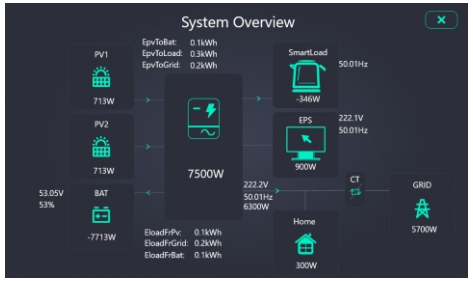

Figure 3.2B Energy Flow Between Various Systems
1.The main screen displays information related to PV, grid, inverter, load, and battery, along with power and energy flow directions as shown in Figure 3.2B, providing an intuitive view of the energy flow status among subsystems.